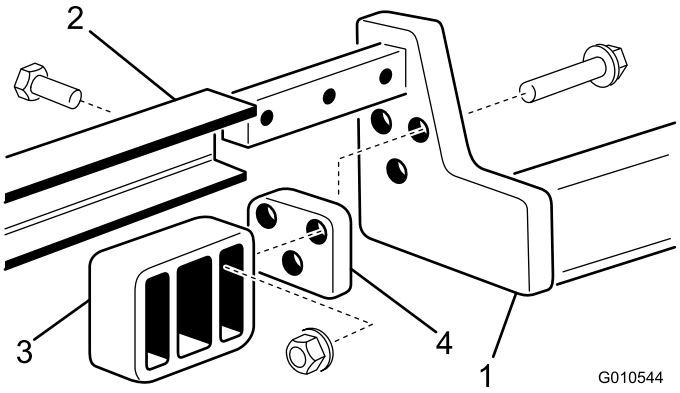

Figuur 6
3. Monteer een achtersteun op elke hefarm met 3 bouten (3/8 x 2 inch), afstandsstukken en flensmoeren zoals wordt getoond in Figuur 6.
4. Schuif het draagframe op de hefarmen en lijn de montage-openingen uit. Bevestig beide zijden van het draagframe aan de hefarmen met 3 bouten (1/2 x 1-1/2 inch). Draai de bouten vast met een torsie van 95-108 Nm.Figuur 6